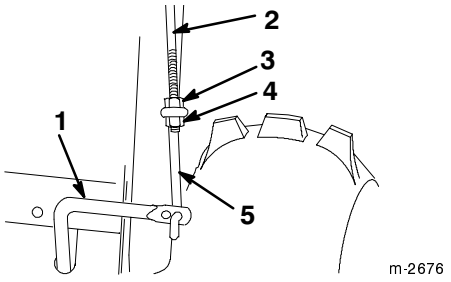

Figur 9
1. Gänga på en flänsmutter, (med flänsen vänd nedåt), på den övre reglagestången på högersidan på handtaget (figur 9).
2. Trä i den undre länken genom yttre hålet i den nedre reglagestången (figur 9).
3. Trä i den övre reglagestången genom öglan i den nedre reglagelänkstången (figur 9).
4. Gänga på en låsmutter med fläns, (flänsen vänd uppåt), på nederdelen av den övre reglagestången, under öglan i den nedre länken (figur 9).
7. Justera de två muttrarna om så behövs för att få detta mellanrum och dra sedan åt dem ordentligt (figur 9).